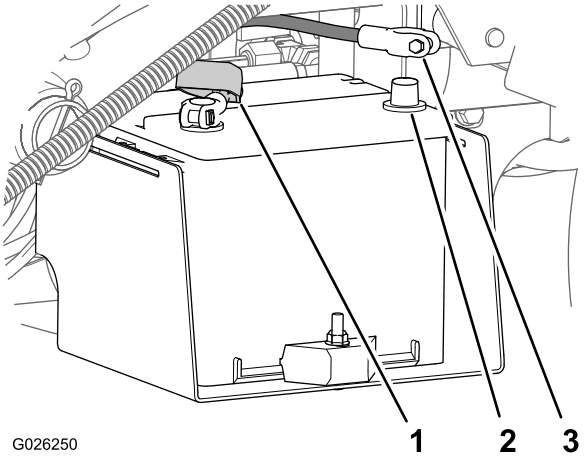

Figur 6
3. Slut det positive batterikabel (rødt) til pluspolen (+) på batteriet, og fastgør kablet med bolte og møtrikker (Figur 6).